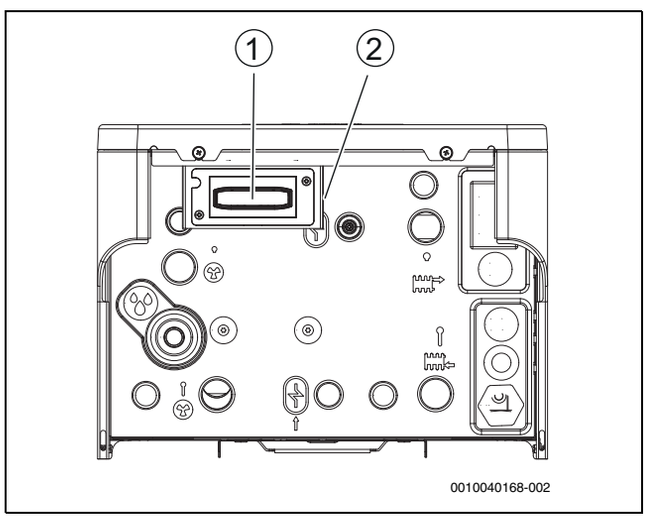

Fig. 9 Placement de Connect-Key K30RF
1. Ouvrir le levier (→[2], figure 9).
2. Placer le module dans le support (→[1], figure 9).